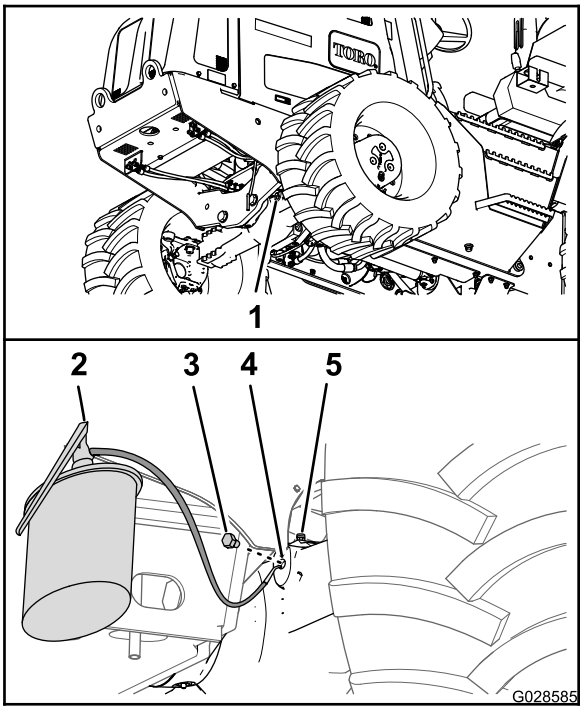
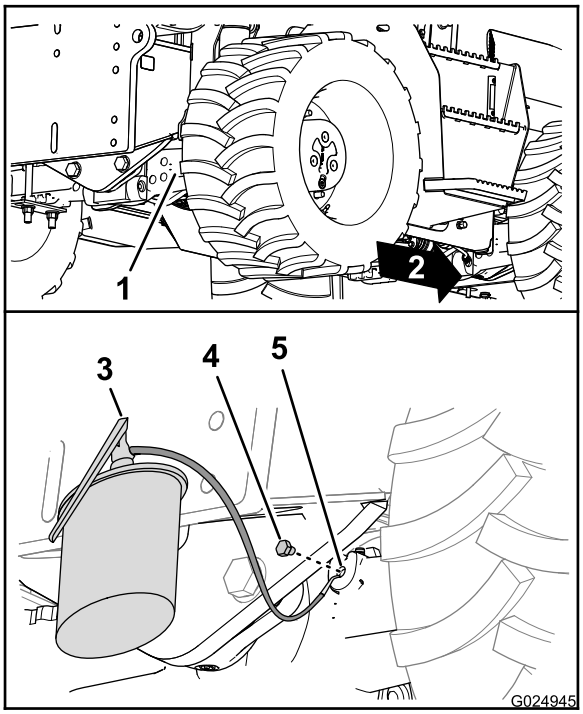

Figura 89
Figura 90
5. Montate i tappi di spurgo nei fori di spurgo sugli alloggiamenti del pignone (Figura 89 e Figura 90).
6. Rabboccate gli assali con l'olio specificato attraverso il foro spia e controllate che il livello dell'olio raggiunga la base della filettatura del foro (Figura 89 e Figura 90).
8. Montate i tappi di riempimento nei fori spia degli alloggiamenti del pignone dell'assale per gli assali (Figura 89 e Figura 90).